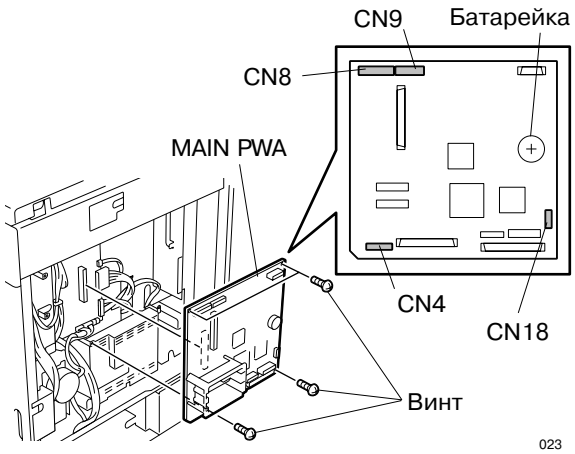

Рис. 2-6-25
8. Снимите основную плату. (См. Рис. 2-6-25)